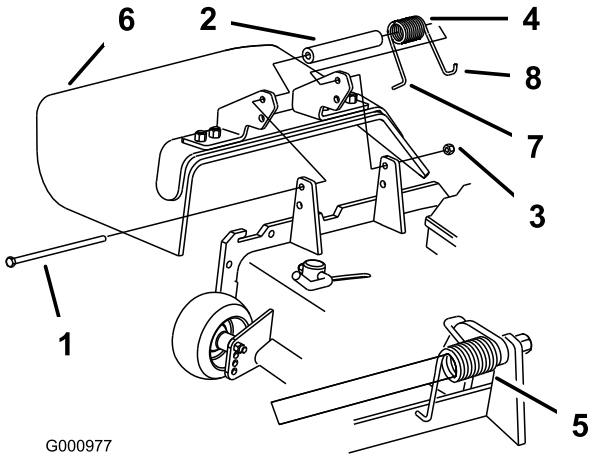

Figur 82
1. Fjern låsemøtrikken, bolten, fjederen og afstandsklodsen, som fastholder græsdeflektoren til akselbeslagene (Figur 82). Fjern den beskadigede eller slidte græsdeflektor.
Bemærk: Sørg for, at fjederens L-formede ende monteres bag skjoldets kant, før bolten monteres som vist i Figur 82.
3. Monter bolten og møtrikken. Placer fjederens **J**-formede ende omkring græsdeflektoren (Figur 82).